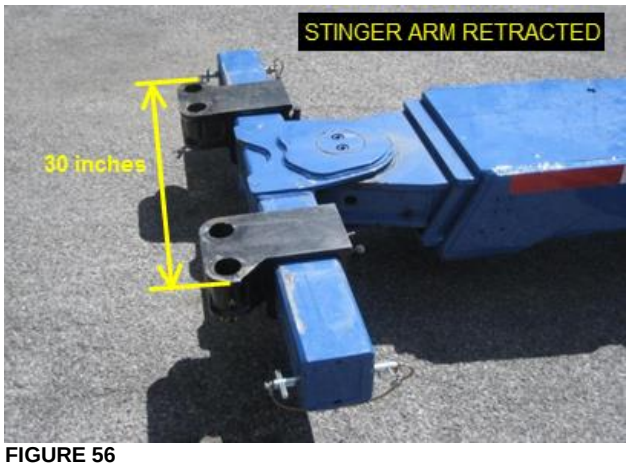

FIGURE 56
3. Retract the tow truck stinger arm (Figure 56).
4. Pre-adjust spacing between the axle fork holders. The spacing between the most distant edges of the folk holders should be **30 inches** (Figure 56).